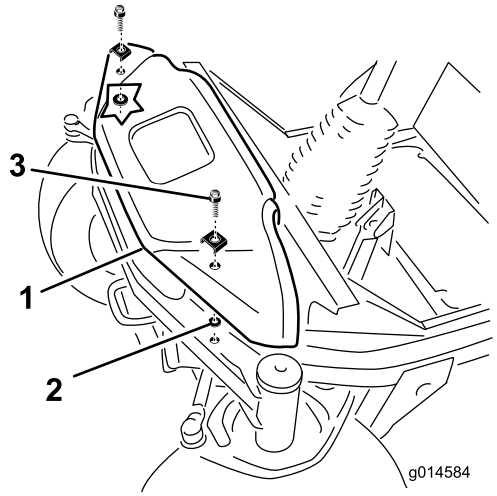

Figur 5
1. Fjern (de to) flenshodeskruene som fester frontdekselet til toppen av frontakselen (Figur 5).